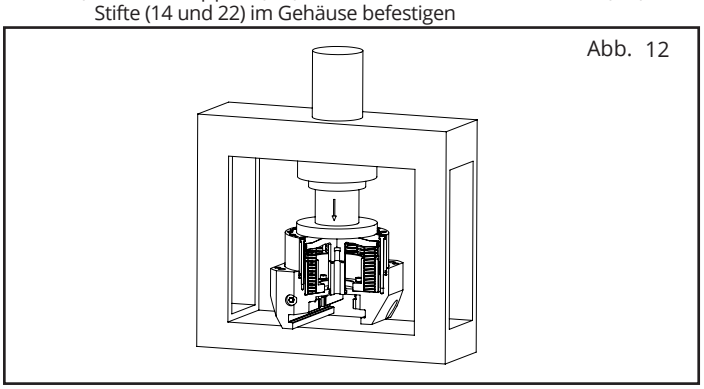

Abb. 12
1) Abdeckungen (8) entfernen und Schrauben entfernen (10 und 19)
2) Obere Abdeckplatte entfernen (5) und Schrauben entfernen (20)
3) Schrauben, Nutensteine und Frontabdeckung (7) entfernen
4) Schrauben (17) entfernen, Keilstange (2) lösen und Grundbacken (3) entnehmen **ACHTUNG – VORSICHTIG – WARNUNG FEDERN SIND VORGESPANNT**
6) Den Kraftspanner unter Druck wie in Abbildung 12 dargestellt setzen; den Deckel (13) halten. Darauf achten, dass die erforderliche Axialkraft groß genug ist, um die Vorspannkraft der Federn zu überbrücken (siehe hierzu die Werte in unten stehender Tabelle).
ACHTUNG: Nicht die Schrauben (18 und 38) die mit dem Hinweis „GEFAHR- NICHT DIESE SCHRAUBE ENTFERNEN“ markiert sind, lösen, wenn der Kraftspanner nicht wie in Abbildung 12 dargestellt, unter Vorspannung gesetzt wird
1) Dichtung (30) in den Sitz des Grundkörpers (1) einsetzen
2) Abdeckung (10) auf dem Grundkörper montieren (1) mit den Schrauben (23) und den Unterlegscheiben (28)
3) Dichtung (33) auf den Distanzring(9) kleben
4) Zylinderstifte (35), die Hülsen (46), Dichtungen (31), Federn (36 und 37) und Distanzring (9) in die vorgesehenen Sitze des Grundkörpers (1) einsetzen
5) Montage der Dichtung (29) und den Schrauben (21) im Deckel (13)
6) Dichtung (32) im Kolbensitz (4) einsetzen
7) Kolben (4) in Flansch (13) einsetzen, nachdem die Kolbengruppe und der Flansch mit den Federn (36) im Gehäuse (1) einsetzen
8) Den Flansch (13) rotieren, bis er in einer Flucht zum Referenzstift (35) ist
9) Setzen sie 2 gekürzte Gewindestangen (M4 für TV100, M5 für TV160, M6 für TV200, M8 für TV250) unter ca. 180° zwischen die Befestigungsbohrungen des Flansches (13) und schrauben sie diese in den Grundkörper (1). Dies dient zur radialen Orientierung des Flansches (13) und des Grundkörpers (1)
10) Den Kraftspanner mittels Axialkraft beaufschlagen und Federn beaufschlagen, so dass der Deckel und das Gehäuse einen Abstand von 2-3mm haben (siehe Abbildung 12)
11) Alle Schrauben (18 und 38) in die vorgesehenen Bohrungen (27) einsetzen und unter Druck den Flansch (13) in die Aussparung des Gehäuses (1) einsetzen und den Zylinderstift (35) in die Bohrung des Flansches einsetzen.
7) Den Kraftspanner unter Druck wie in Abbildung 12 dargestellt setzen; den Deckel (13) halten. Darauf achten, dass die erforderliche Axialkraft groß genug ist, um die Vorspannkraft der Federn zu überbrücken (Tabelle Seite 36)
1) Dichtung (32) in den Sitz des Grundkörpers (1) einsetzen
2) Abdeckung (12) auf dem Grundkörper montieren (1) mit den Schrauben (23) und den Unterlegscheiben (30)
3) Dichtung (35) auf den Distanzring (10) kleben
4) Zylinderstifte (37), die Hülsen (44), Dichtungen (33), Federn (38 und 40) und Distanzring (9) in die vorgesehenen Sitze des Grundkörpers (1) einsetzen
5) Montage der Dichtung (31) und den Schrauben (22) im Flansch (15)
6) Dichtung (34) im Kolbensitz (5) einsetzen
7) Kolben (5) in Flansch (13) einsetzen, nachdem die Kolbengruppe und der Flansch mit den Federn (38) im Gehäuse (1) einsetzen
8) Den Flansch (15) rotieren, bis er in einer Flucht zum Referenzstift (37) ist
9) Setzen sie 2 gekürzte Gewindestangen unter ca. 180° zwischen die Befestigungsbohrungen des Flansches (15) und schrauben sie diese in den Grundkörper (1). Dies dient zur radialen Orientierung des Flansches (15) und des Grundkörpers (1).
10) Den Kraftspanner mittels Axialkraft beaufschlagen und Federn beaufschlagen, so dass der Deckel und das Gehäuse einen Abstand von 2-3mm haben (siehe Abbildung 12).
11) Alle Schrauben (19 und 41) in die vorgesehenen Bohrungen (29) einsetzen und unter Druck den Flansch (15) in die Aussparung des Gehäuses (1) einsetzen und den Zylinderstift (37) in die Bohrung des Flansches einsetzen.
ACHTUNG: Nicht die Schrauben (19 und 41) die mit dem Hinweis „GEFAHR- NICHT DIESE SCHRAUBE ENTFERNEN“ markiert sind, lösen, wenn der Kraftspanner nicht wie in Abbildung 12 dargestellt, unter Vorspannung gesetzt wird